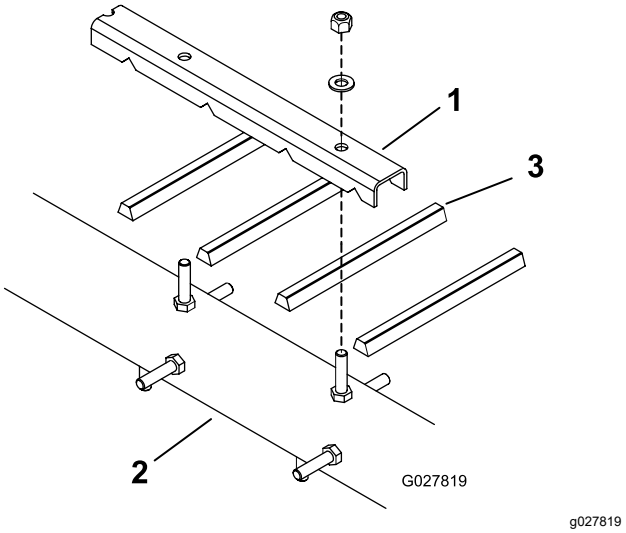
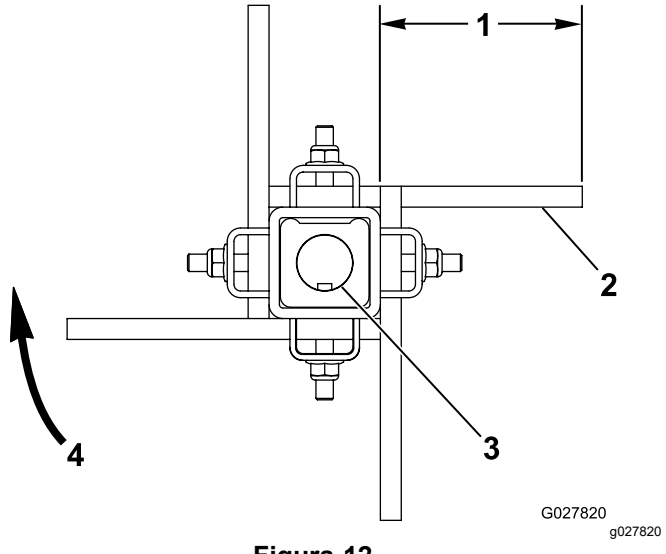

Figura 11
Figura 12
1. Afloje las tuercas y las arandelas que sujetan las barras de sujeción de los dedos al rotor (Figura 11 y Figura 12).
3. Instale dedos nuevos (Figura 11 y Figura 12). Los dedos deben sobresalir unos 10 cm de las barras de sujeción.